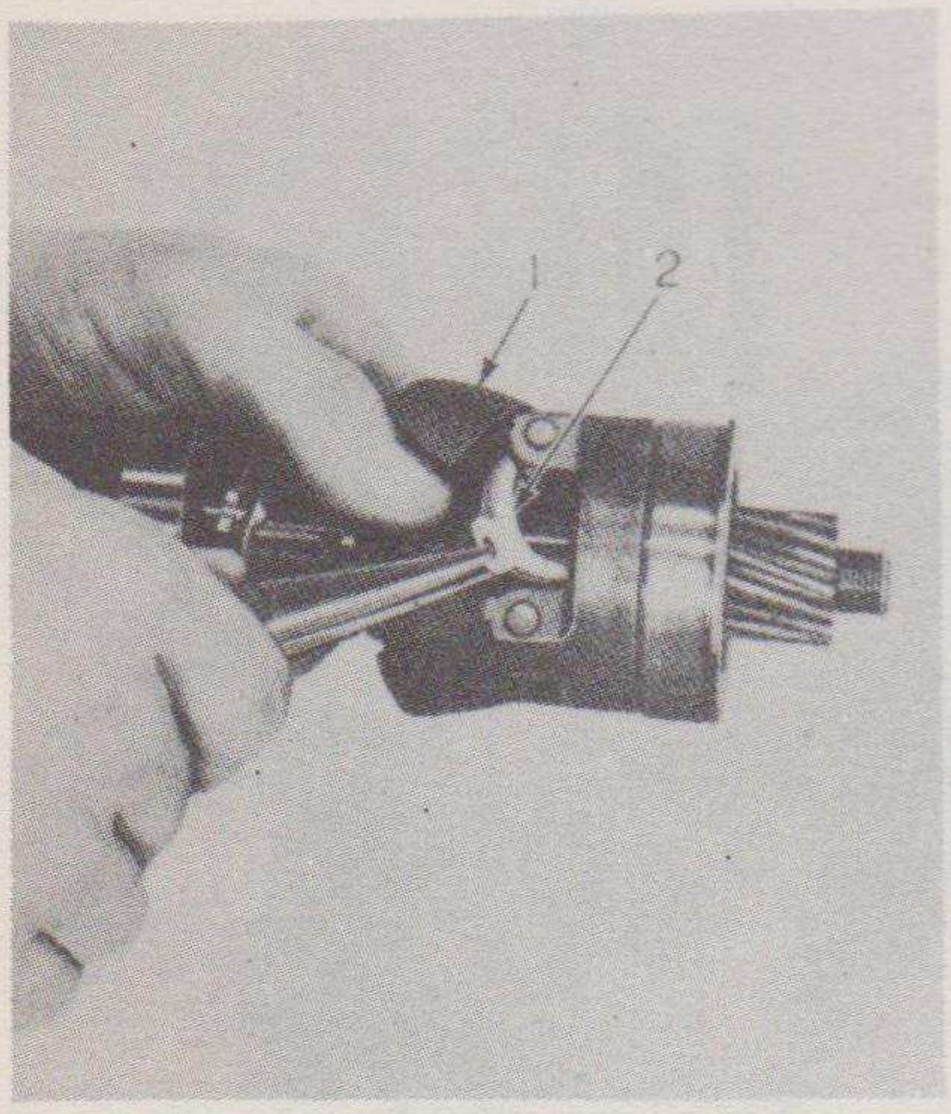

Fig. 87—Removing governor weight thrust shoes. (1) Governor weight. (2) Governor weight thrust shoe.
applied to the governor-weight thrust-shoes for their removal. Note the position of the pliers on the shoe in Figure 87. With the thrust shoes resting against the governor weight carrier, there is only sufficient room to raise them straight out. The short end of the shoe comes out first. After a little practice the removal is a simple matter. The chamfered side of the shoe faces the governor-weight carrier.
Spread the governor weights and assemble both the governor weight thrust shoes (12) and their pins (13) with lockwashers, as indicated in Figure 87. The chamfered side of the shoes face the governor weight carrier. With the shoes assembled, slide the sleeve assembly (11), Figure 94, into contact with the thrust shoes. The governor weights may have to be spread slightly to do so. Then test the assembly for free movement by making the weights move the sleeve at least $\frac{21}{64}$" toward the eccentric bearing. This is the normal movement of the sleeve.